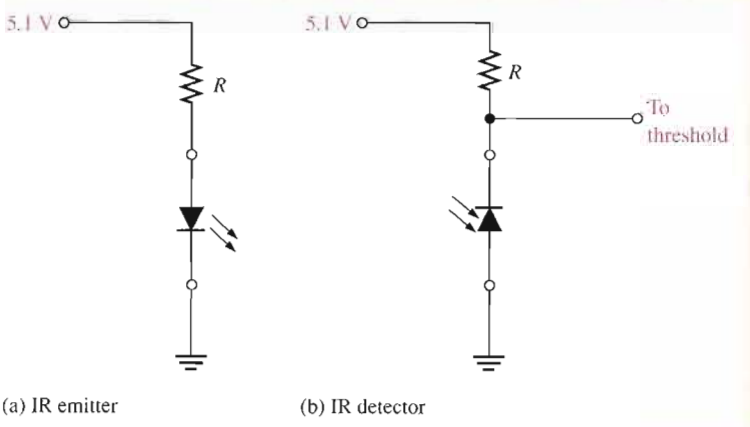

FIGURE 3–53
Both the LED and photodiode are connected to their series-limiting resistors and the voltage source on the circuit board with a four-wire cable. Figure 3–53
- *The IR emitter series-limiting resistor* Determine a value for the current-limiting series resistor to achieve the maximum possible irradiance (H) at the detector. Assume the emitter and detector are aligned for maximum angular response. Refer to the data sheet in Figure 3–31.